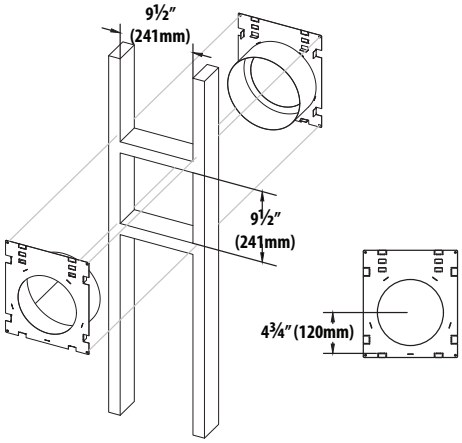

*Figure 3.4, Dimensions d'encadrement de la terminaison d'évacuation minimum*
1. Mesurez la distance entre le plancher du foyer et le centre du point de traversée murale prévu du conduit d'évacuation. La dimension de la Figure 3.4 (page 16) est utilisée avec un coude Simpson DuraVent.
- Les dimensions du conduit rigide de la Figure 3.4 sont testées avec un conduit homologué Simpson Duravent. Les dimensions des produits d'autres fabricants peuvent varier.